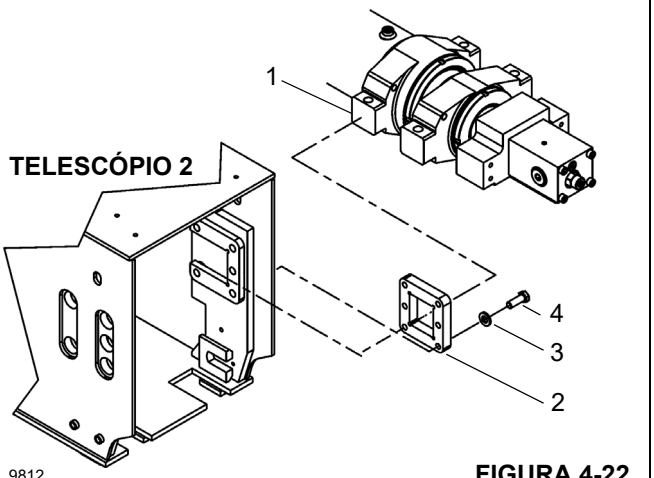

FIGURA 4-22
16. Instale os munhões (2, Figura 4-22) sem apertar nos flanges dianteiros do cilindro telescópico (1). Apoie e instale o cilindro telescópico aproximadamente 3 m (10 pés) na base da lança da seção do Telescópio 4. Pode ser necessário levantar e abaixar a extremidade exterior do cilindro para inserir o cilindro na seção da lança. Empurre a lança da seção do Telescópio 4 completamente para dentro da lança da seção do Telescópio 3 e levante o cilindro telescópico para cima da lança da seção do Telescópio 2.
24. Instale as guias do rolo do cabo de retração (3) usando parafusos (2) na base da lança da seção do Telescópio 2.
25. Abaixe o cilindro telescópico conforme necessário para alinhar os munhões (2, Figura 4-22) e os furos de montagem nos lados da lança da seção do Telescópio 2. Instale o cilindro telescópico na lança da seção do Telescópio 2 usando parafusos (4), arruelas (3) e munhões (2). (Consulte também 25, 26, 27 na Figura 4-16.)